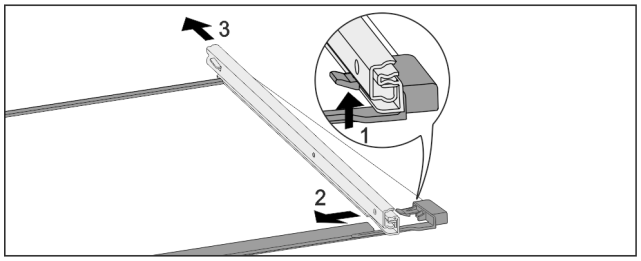

Fig. 161 Glasplaat met rails
▶ Voorste vergrendelhaak naar boven duwen. *Fig. 161 (1)*
▶ Uitschuifrail naar de zijkant *Fig. 161 (2)* en naar achteren *Fig. 161 (3)* wegschuiven.